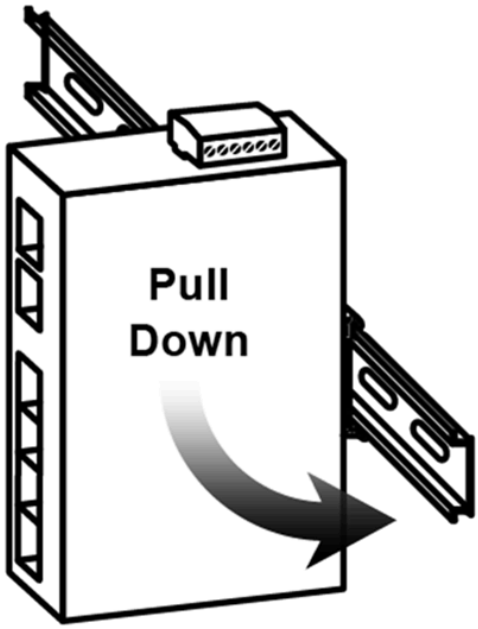

Figure 3.3 - Stable the Switch on DIN-Rail
Step 4 - Lightly pull down the bracket onto the rail as shown below in *Figure 3.3*.